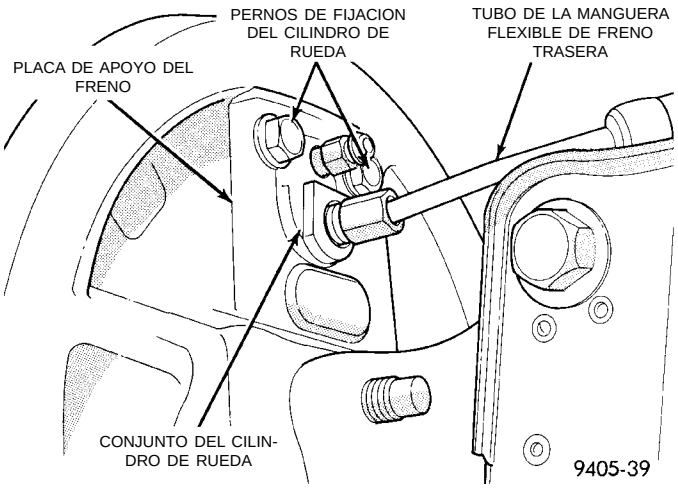

Fig. 94 Manguera flexible de freno en el cilindro de rueda
(1) Eleve el vehículo sobre gatos fijos o céntrelo sobre un elevador. Consulte el procedimiento de elevación necesario para este vehículo en Elevación de la sección de Lubricación y mantenimiento de este manual de servicio.
(2) Retire del vehículo el conjunto de rueda y neumático.
(3) Retire el tambor de freno trasero.
(4) Retire los conjuntos de zapatas de freno traseras de la placa de apoyo del freno. Para informarse sobre el procedimiento correcto de desmontaje de la zapata de freno, consulte Zapatas de freno traseras en la sección Desmontaje e instalación de este grupo del manual de servicio.
(5) Si las zapatas de freno estuvieran húmedas de grasa o líquido de frenos, retírelas y reemplácelas.
(6) Desconecte la manguera flexible de freno trasera del cilindro de rueda (Fig. 94).
(7) Retire los pernos de fijación del cilindro de rueda trasera (Fig. 94).